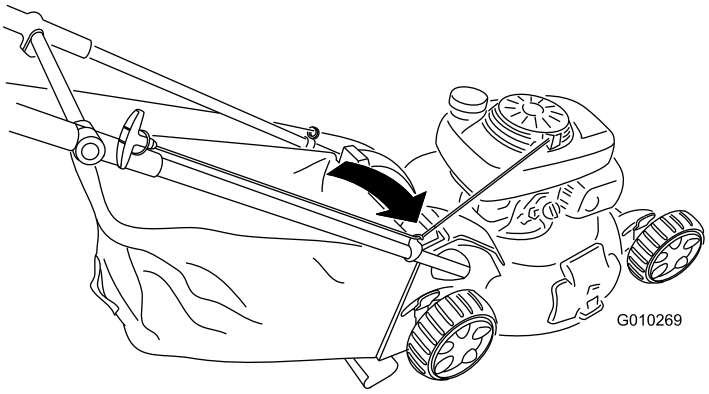

Figur 30
1. För in startsnöret längs den nedre styrningen (Figur 30).